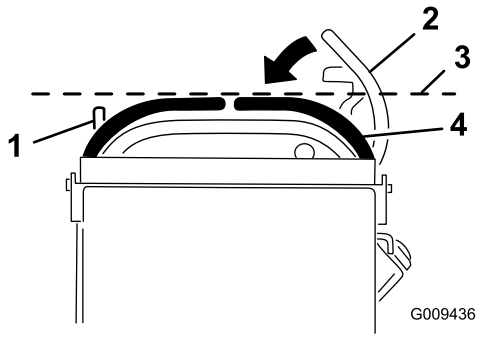

Figura 69
3. Empuje la palanca de control de movimiento de la derecha hacia abajo, sacándola de la posición de bloqueo/punto muerto (Figura 69).
4. Compruebe su alineación horizontal con la palanca de control de movimiento izquierda (Figura 69).